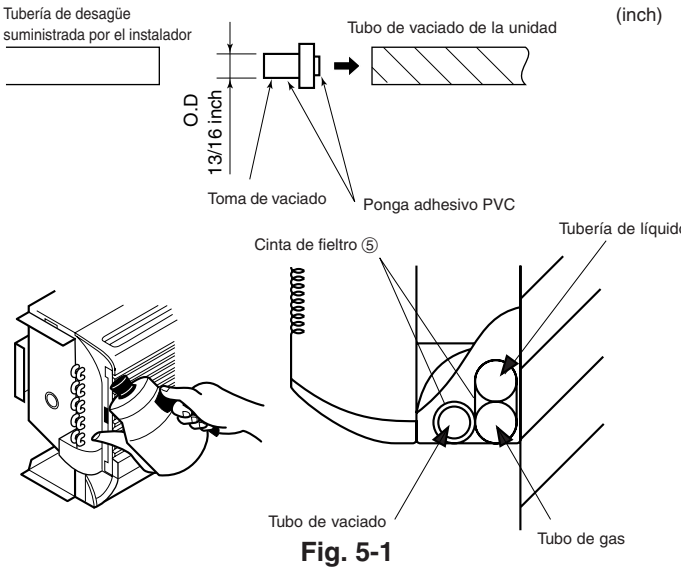

Fig. 5-1
5. Tubería de drenaje (Fig. 5-1)